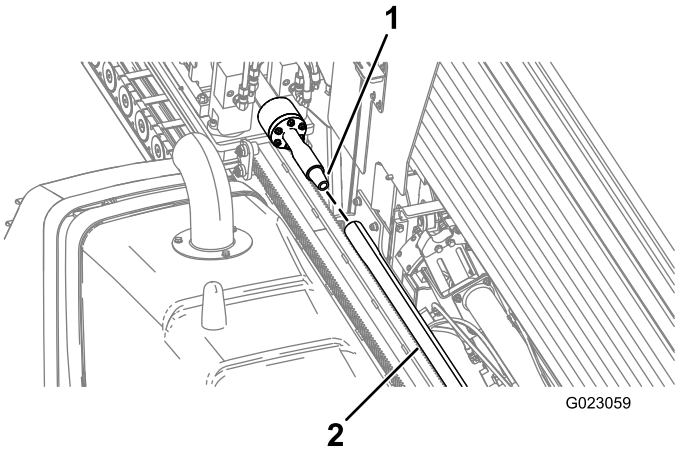

Figure 80
9. Faites tourner l'arbre de forage dans le sens horaire et déplacez le chariot lentement en avant pour insérer l'arbre dans le côté femelle de la tige (Figure 80).